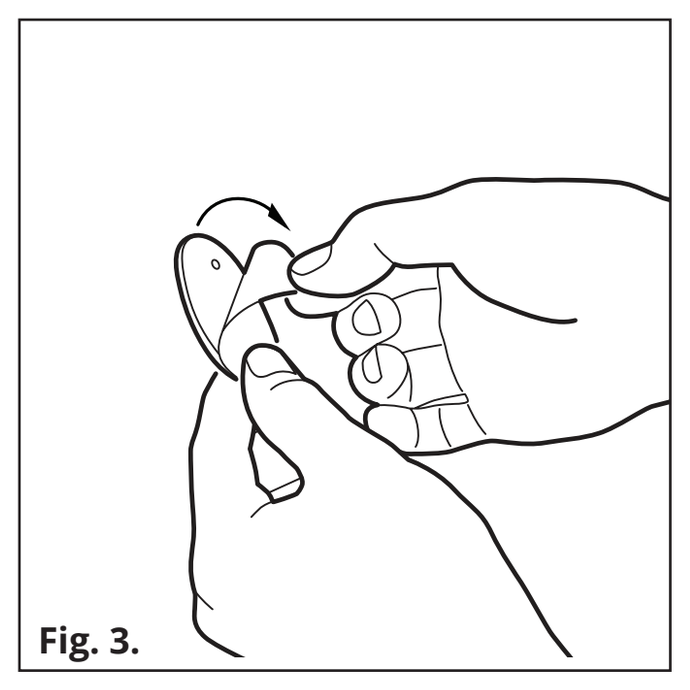

Fig. 3.
3. Ziehen Sie den Sensor von der Schutzfolie ab. Siehe **Abb. 3.**